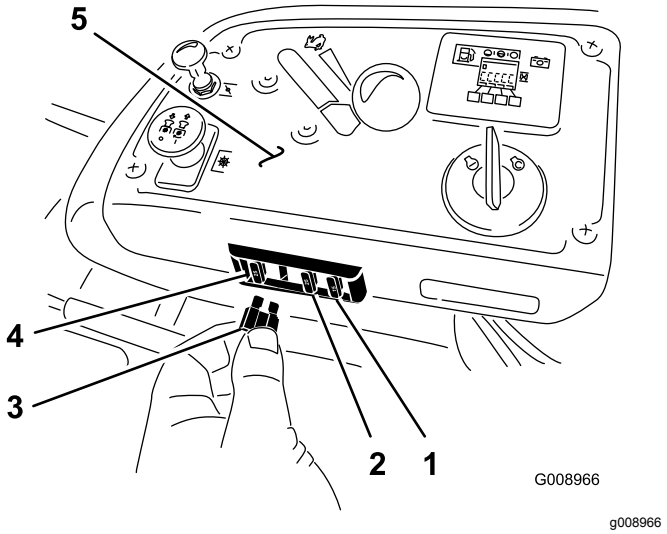

Figuur 66
1. De zekeringen bevinden zich op het bedieningspaneel aan de rechterkant van de stoel (Figuur 66).
3. Monteer een nieuwe zekering (Figuur 66).